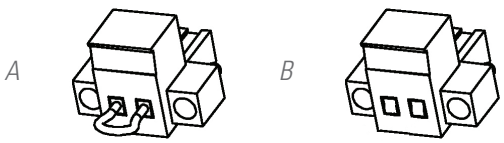

*Fig. 14. Connecteur pour l'EPO externe.*
- ❒ Au retrait du connecteur femelle de la prise où il est inséré. Ce connecteur a un câble connecté en mode pont qui ferme le circuit (voir Fig. 14-A).
- ❒ Ou en appuyant sur le bouton externe à l'équipement et appartenant à l'utilisateur et installé entre les bornes du connecteur (voir Fig. 14-B). La connexion dans le bouton poussoir doit être dans le contact normalement fermé -NC-, de sorte qu'il ouvrira le circuit lorsqu'il est actionné.